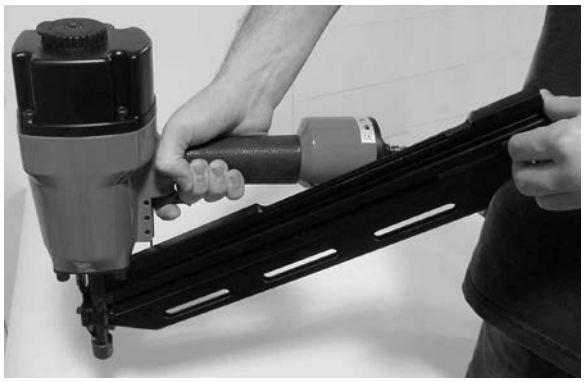

Figure 1
1) Tirez le loquet à ressort complètement vers l'arrière jusqu'à ce que le loquet se verrouille. Voir Fig.1.